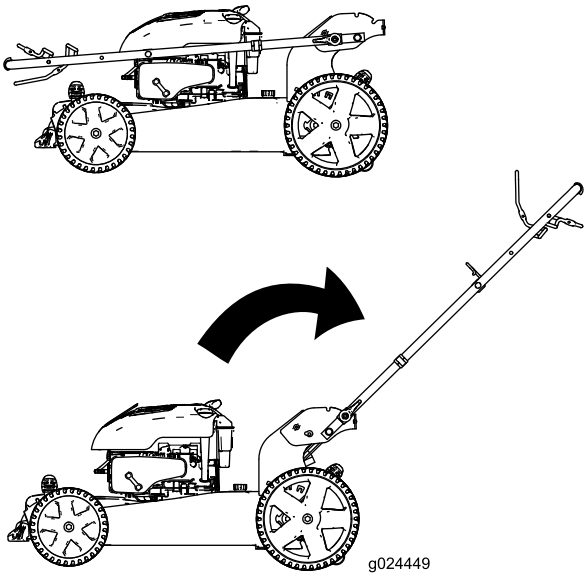

Bild 3
1. Stellen Sie den Holm nach hinten in die Betriebsstellung (Bild 3).